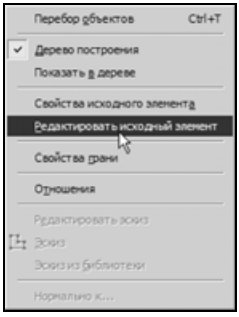

Рис. 4.12
- Щелчком правой кнопки мыши вызовите контекстное меню и выполните команду **Редактировать исходный элемент** (рис. 4.12).